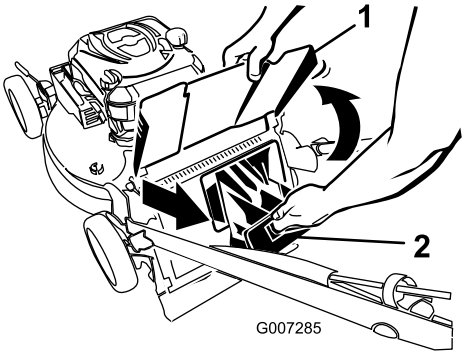

Figur 32
1. Lyft upp utkastarskärmen och håll den upplyft (Figur 32).
2. Dra ut den bakre utkastarpluggen (Figur 32).